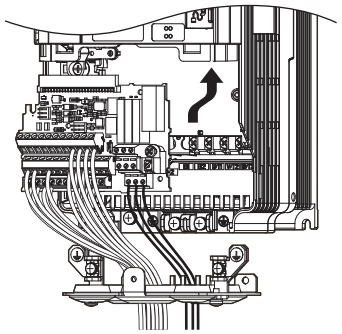

图 7.72 更换产品主体 （安装端子排）
1. 完成主回路的接线后，请如图 7.72 所示将拆装式端子排切实插入插口。